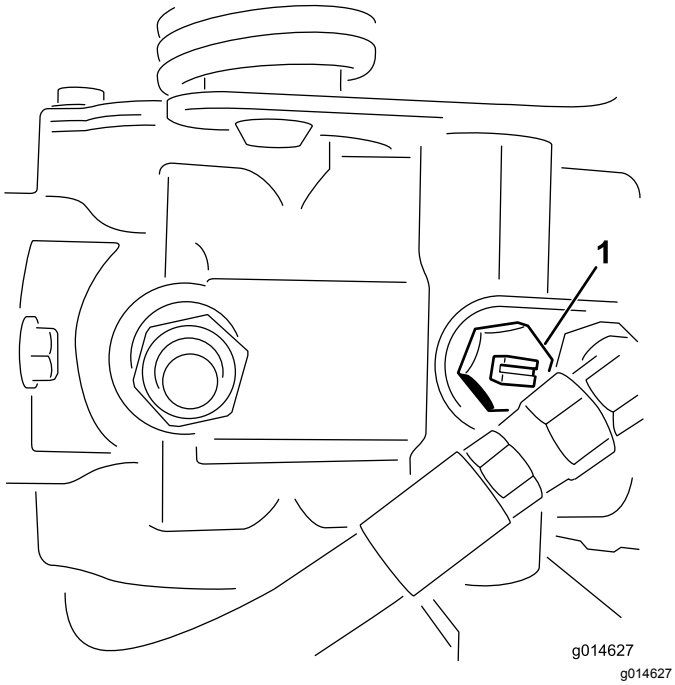

Figur 37
1. Find omløbsventilen på pumpen, og drej den, så rillen er vertikal (Figur 37).
2. Luk omløbsventilen ved at dreje den, så rillen er horisontal (Figur 37), før du starter motoren. Start ikke motoren, mens ventilen er åben.